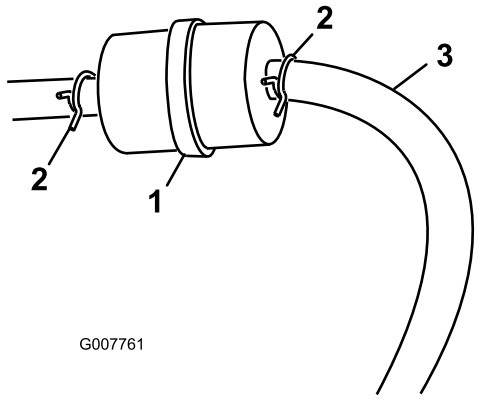

Figuur 25
3. Druk de uiteinden van de slangklemmen naar elkaar toe en schuif ze weg van het filter (Figuur 25).
5. Monteer een nieuw filter en schuif de slangklemmen terug tot dicht bij het filter (Figuur 25).
3. Maak de slangklem op het brandstoffilter los en schuif deze over de brandstofslang weg van het brandstoffilter (Figuur 25).
4. Ontkoppel de brandstofslang van het brandstoffilter (Figuur 25).
Opmerking: Laat de benzine in een benzineblik of opvangbak lopen (Figuur 25).
5. Plaats de brandstofslang op het filter. Schuif de slangklem dicht op het filter om de brandstofslang vast te zetten (Figuur 25).